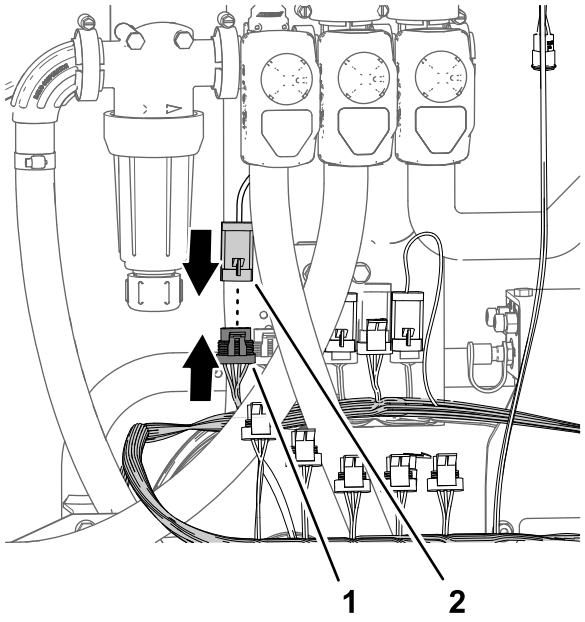

Figur 89
4. Tilslut stikket med 4 ben på reguleringsventilens aktuator til stikket med 4 sokler på afgreningsledningen (89 cm) fra sættets ledningsnet med angivelsen REGULERINGSVENTIL (Figur 89).